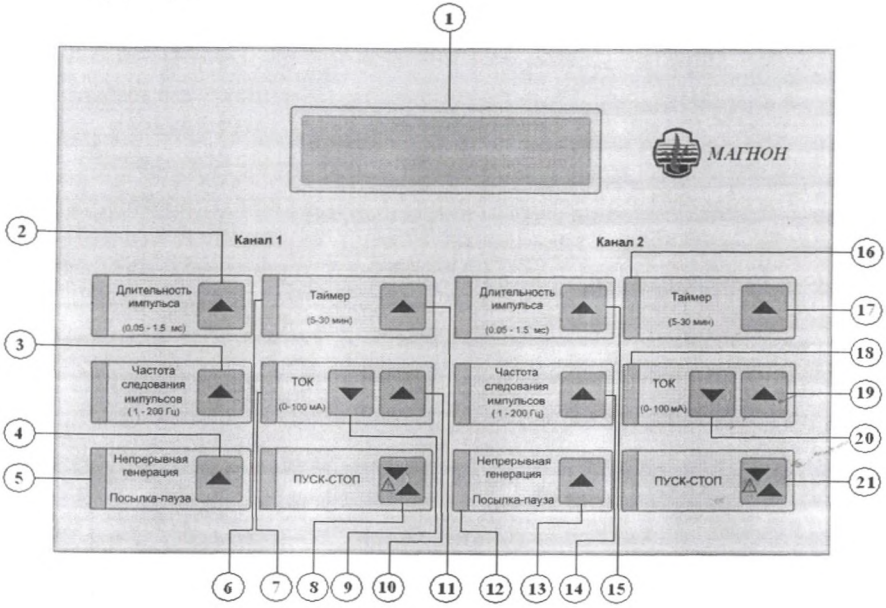

Рис. 2. Изображение передней панели аппарата.
1.5.1. На передней панели аппарата расположены (рис. 2):
- символьный дисплей (1);